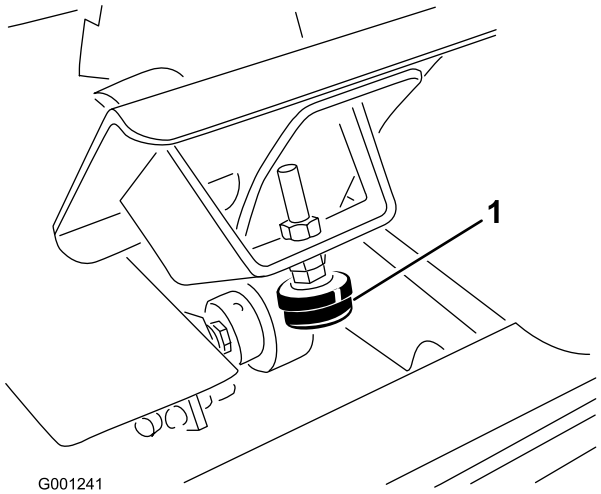

Figur 66
1. Kontroller justeringen av stopperen for trekkpedalen. Stopperen for pedalen (Figur 66) skal komme i lett kontakt med rammen før pumpen når full slaglengde.